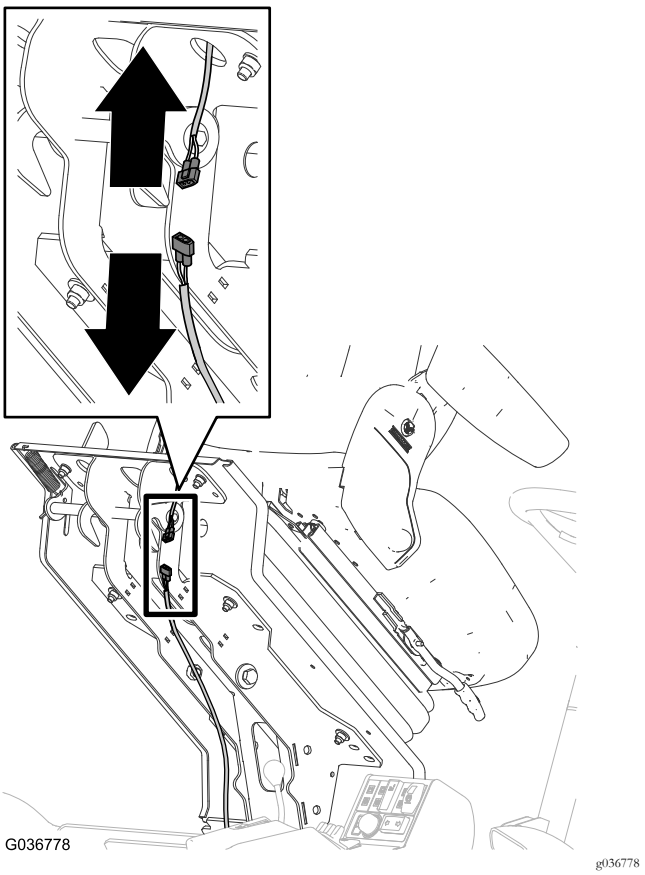

Figure 8
1. Disconnect the connector for the seat-switch wire harness from the connector of the machine wire harness (Figure 8).